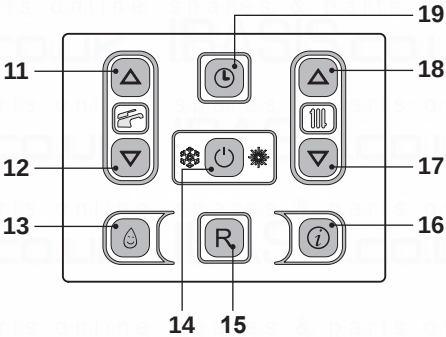
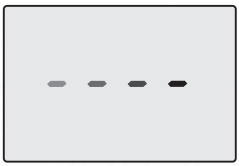

Fig. 2.32
Fig. 2.33
To activate the 3 star preheating function press key 13 (Fig. 2.32) until the following symbol appears on the LCD display (Fig. 2.26).
To disable the 3 star preheating function press key 13 (Fig. 2.32) until the symbol does not disappear from the LCD display .
Press the key for 2 seconds 14 (Fig. 2.32) until the - - - - symbol appears on the display (Fig. 2.33).